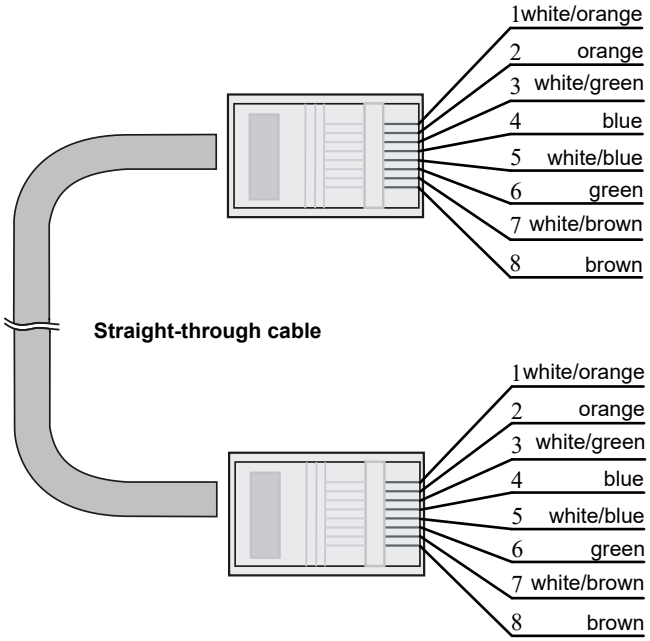

図 11-8 ストレートケーブル
- **ストレートケーブル**：ストレートケーブルの結線を図 11-8に示します。両端のピン配置は、568B 規格に従います。